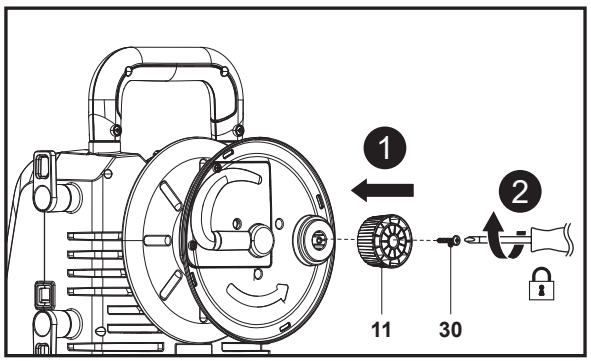

Fig. 3
1. Alinee el orificio de montaje del mando del enrollador de manguera (11) con su soporte en la máquina y, a continuación, utilice un destornillador de estrella adecuado (no suministrado) para fijar la conexión con el tornillo (ST4,8 x 16) (30) (Fig. 3, pasos 1 y 2).